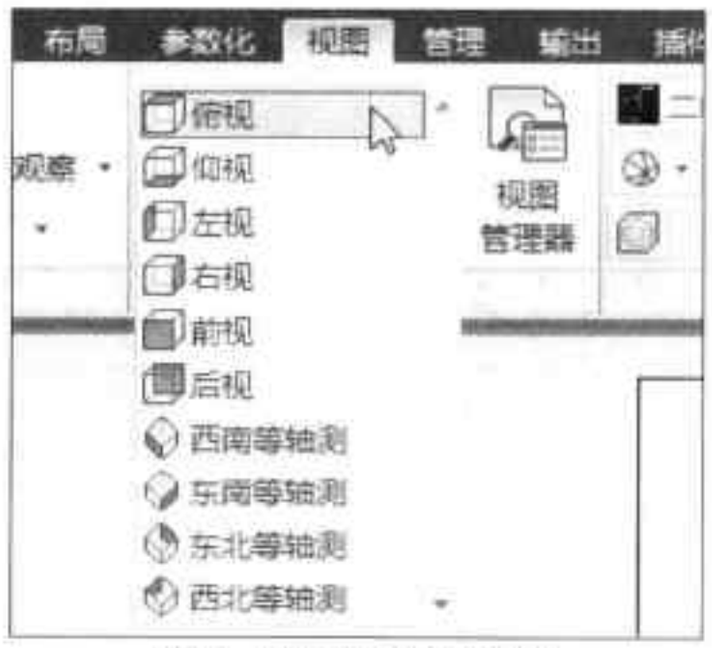

图10-40 选择视图角度
Step 02 执行“视图 > 视图”命令，在视图列表中选择所需更换的视图角度选项，这里选择“俯视”，如图 10-40 所示。